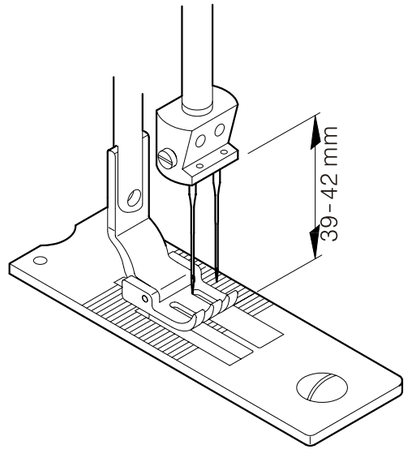

Fig. 33
2. Cuando la aguja este en el punto muerto mas alto, la marca A en la polea debe estar alineada con la maraca en el cuero de la maquina. En ese momento, la distancia entre la superficie de la placa aguja y el filo inferior de la abrazadera aguja debe ser de 39-42mm. (Fig. 33)